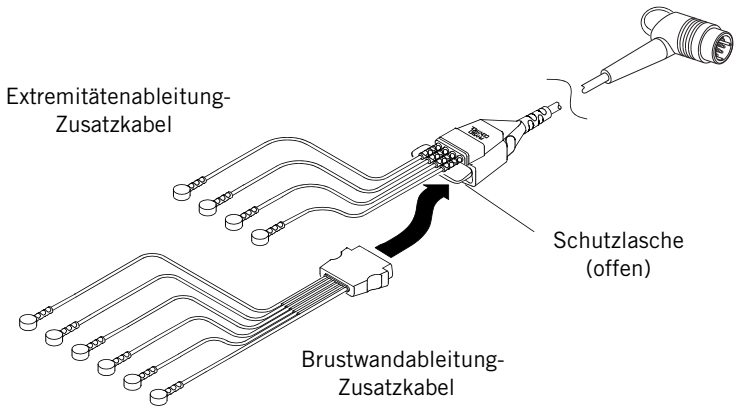

Abbildung 4-6 EKG-Kabel mit 12 Ableitungen
2. Wie in Abbildung 4-6 gezeigt, das Extremitätenableitung-Zusatzkabel und das Brustwandableitung-Zusatzkabel am Hauptkabel anschließen.